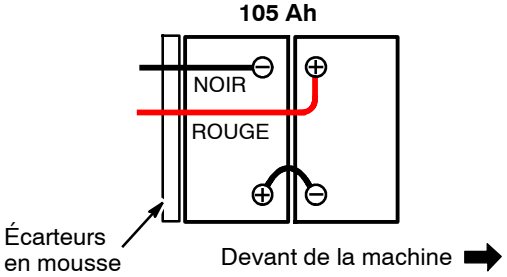

FIG. 1
2. Placez avec précaution les batteries dans le compartiment de batteries, comme illustré (Figure 1).
3. Connectez les câbles des batteries comme illustré (Figure 1).